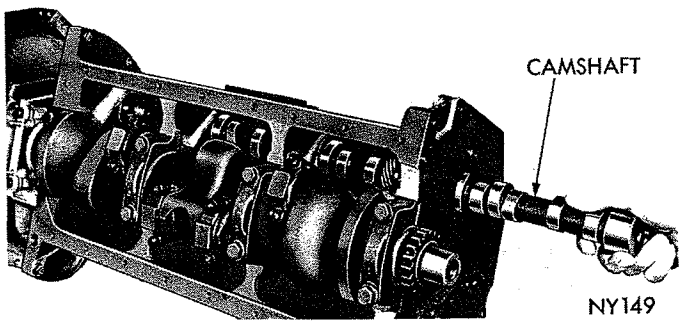

*Fig. 30—Installing Camshaft*
(1) Lubricate camshaft lobes and camshaft bearing journals and insert the camshaft in cylinder block (Fig. 30).